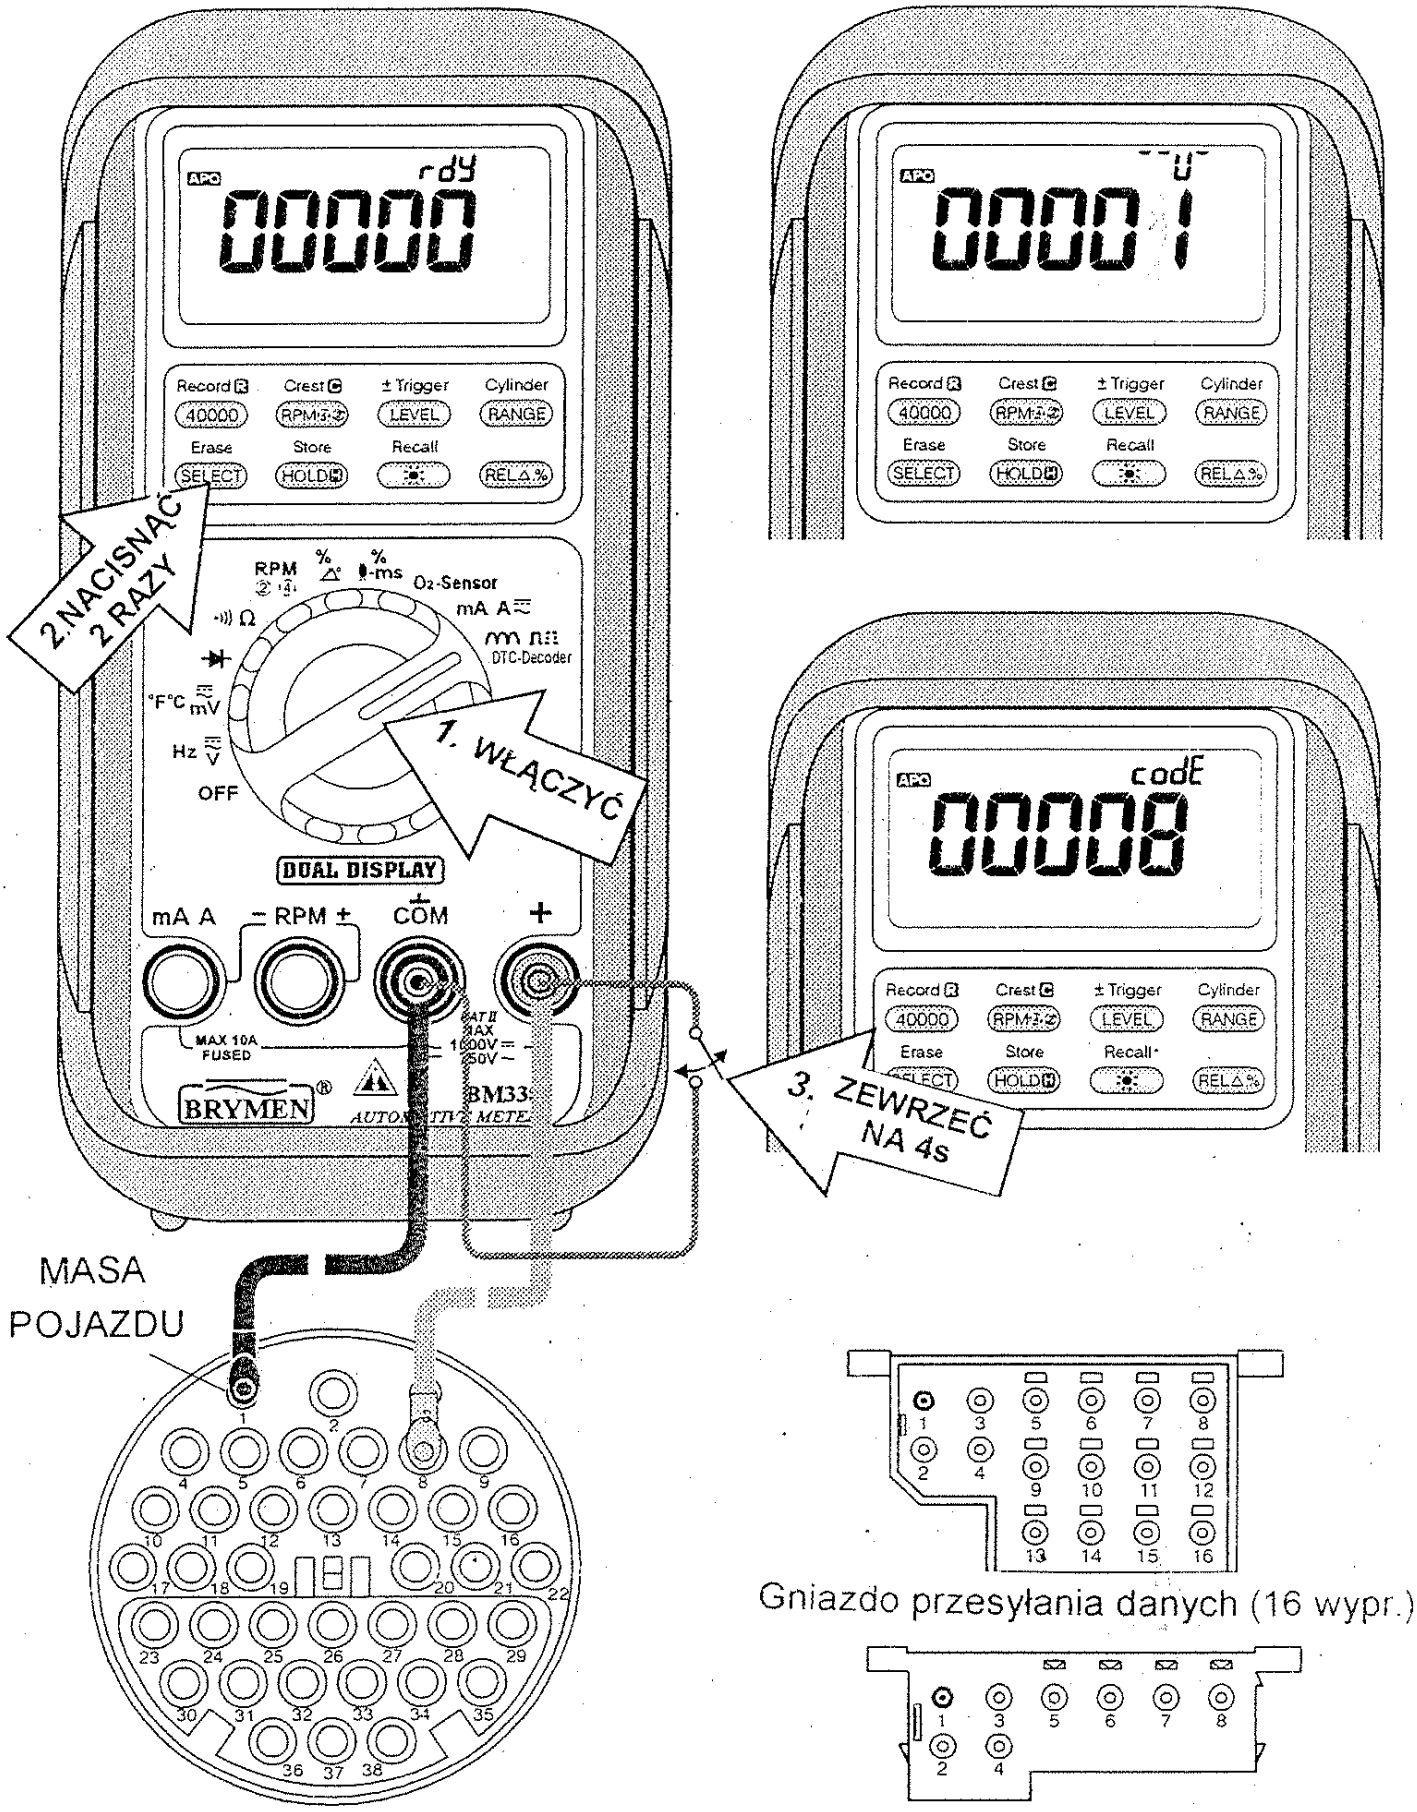

Rys. 15 DTC-Decoder Skaner kodu komputera
3) Umieścić czerwony (+) przewód pomiarowy w gnieździe + przyrządu a czarny przewód (−) w gnieździe COM zgodnie z rys. 15.